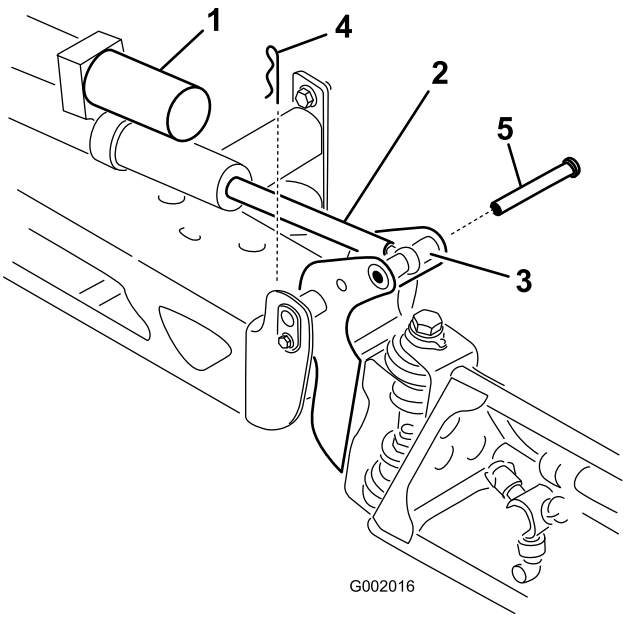

Figuur 34
2. Verwijder de borgpen van de draaipen (Figuur 34).
3. Licht de spuitboom op en verwijder de pen (Figuur 34). Breng de spuitboom langzaam omlaag naar de harde stop.
6. Breng de spuitboom omhoog om de draaipen uit te lijnen met de aandrijverstaaf. Houd de spuitboom vast en steek de pen door het draaipunt van de spuitboom en de actuatorstang (Figuur 34).